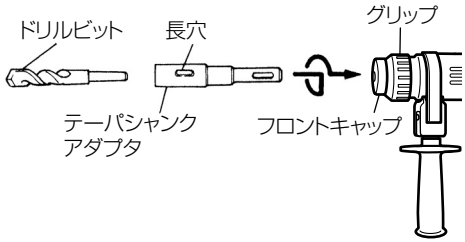
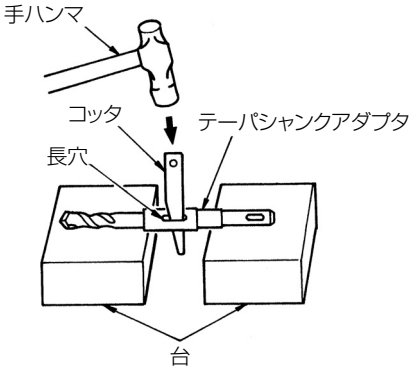

図　12
図　13
(1)　テーパシャンクアダプタを本機に取付けます。(図 12)
(2)　テーパシャンクアダプタにドリルビット (テーパシャンク) を取付けます。(図 12)
(3)　スイッチを入れ、所定の深さに穴をあけます。
(4)　ドリルビット (テーパシャンク) の取りはずしは、テーパシャンクアダプタの長穴部分にコッタを入れ、下に台を置いてコッタの頭を手ハンマでたたいてください。(図 13)